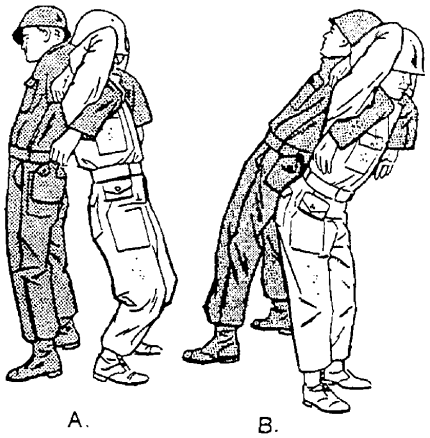

Figure 10-27.—Back lift and carry.
2. Bending backward, put your hands under his arms and grasp his upper arms near the armpits (fig. 10-27, view A).
3. Bend forward, pulling him onto your back (fig. 10-27, view B).